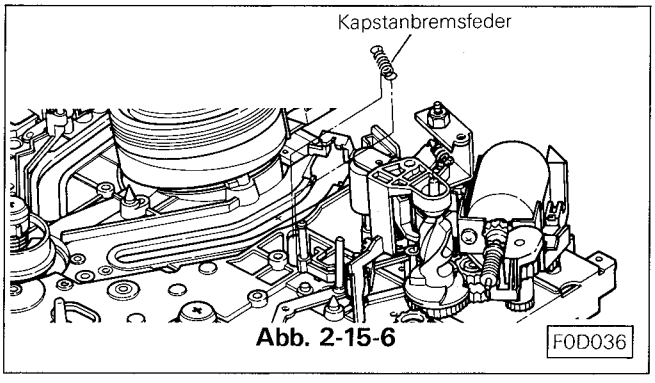

Abb. 2-15-6 F0D036
O. Die Kapstanbremsfeder an der Kapstanbremse und am Laderadarm auf der Oberseite einhängen. (Siehe Abb. 2-15-6)
B. Die Feder zwischen der Kapstanmotorbremse und dem Arm des Ladearmes lösen. (Siehe Abb. 2-15-6)